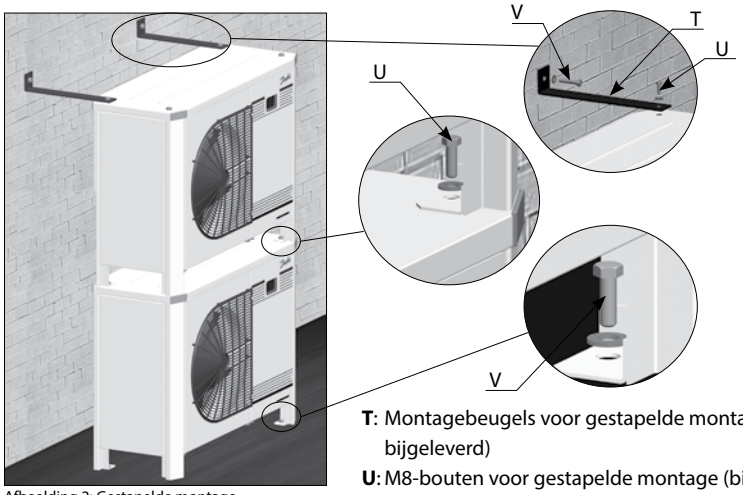

Afbeelding 2: Gestapelde montage
- Bij het stapelen moeten het bovenste apparaat aan de muur worden bevestigd (zie afbeelding 2).